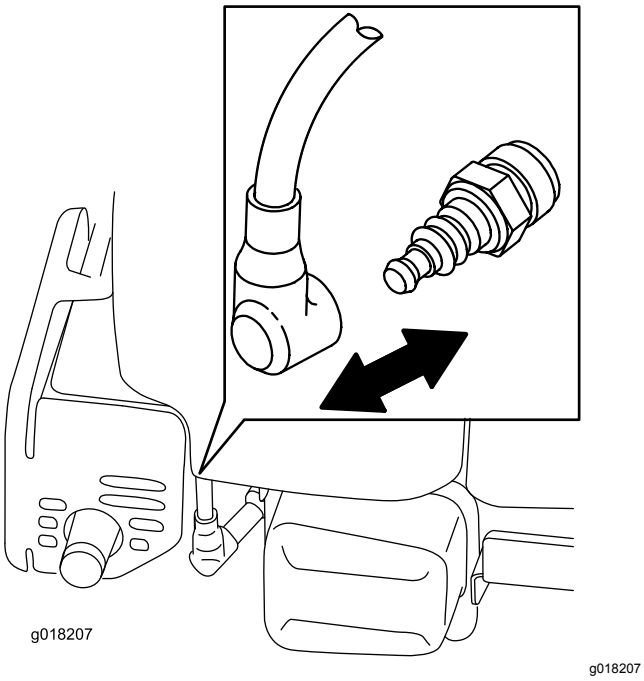

Rysunek 21
2. Przed wykonaniem którejkolwiek z procedur konserwacyjnych odłącz kabel świecy zapłonowej od świecy (Rysunek 21).